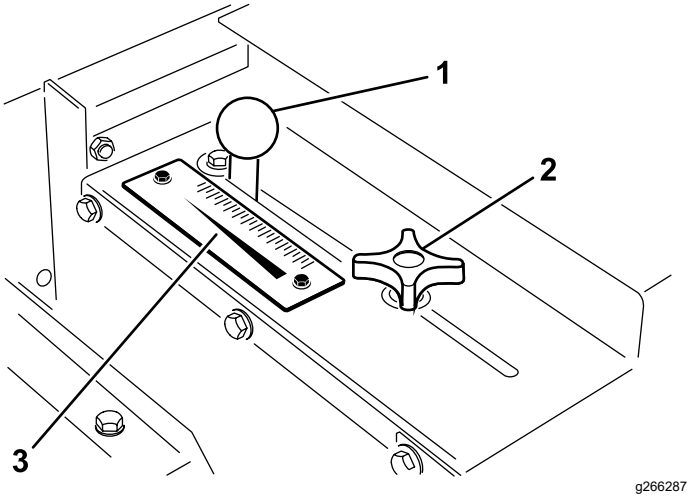

**Figuur 20**
1. Zet de sluitknop (Figuur 20) voldoende los om hem vrij te kunnen schuiven in de opening.
2. Stel de laadklepknop (Figuur 20) in op de gewenste stand en zet de sluitknop vast om de afstelling te borgen.
Gebruik de schaalverdeling (Figuur 20) om de gewenste dosering te gebruiken. Zie Zandgebruiksdosis (bladz. 18).